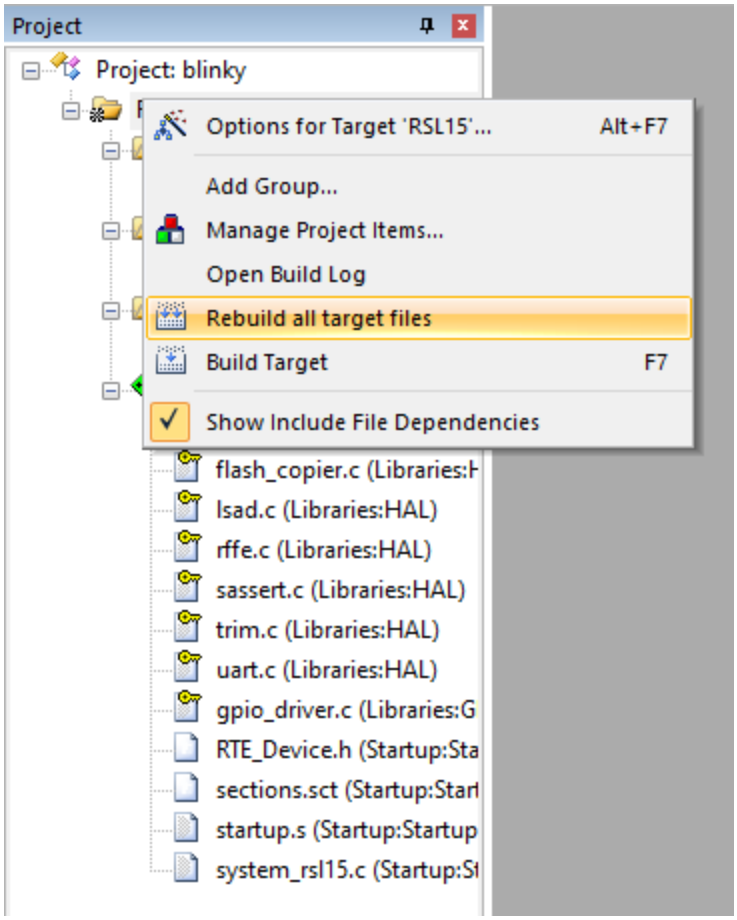

Figure 25. Starting to Build a Project in the Keil µVision IDE
1. Right click on **RSL15** and **choose Rebuild all target files**. Alternatively, you can use the icon shown in the "Starting to Build a Project in the Keil µVision IDE" figure (Figure 25).